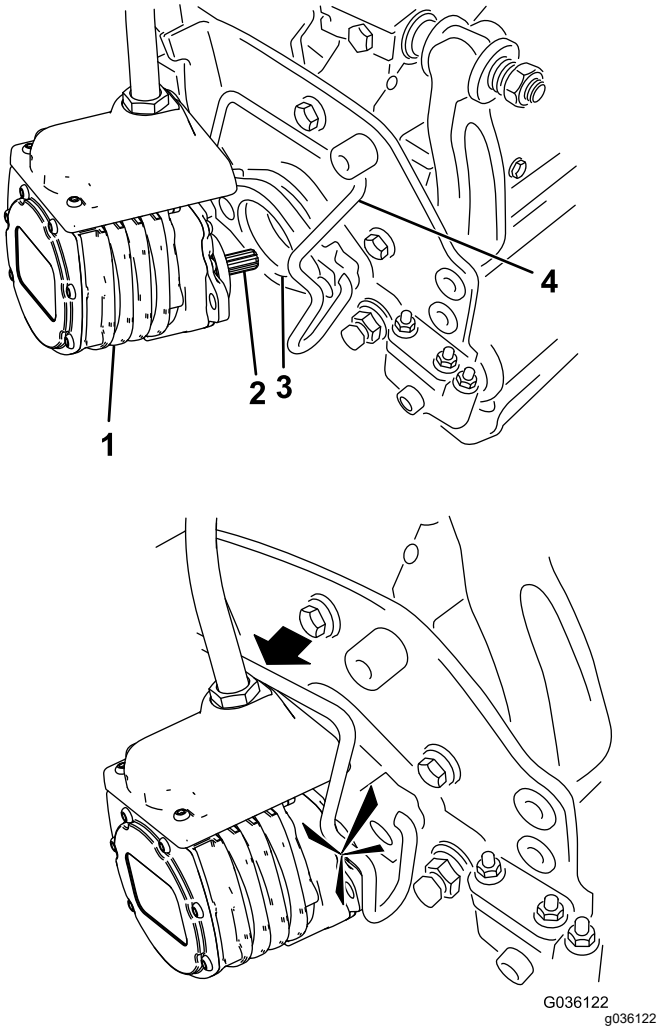

Figuur 70
5. Smeer schoon vet op de sleufas van de motor van de maai-eenheid (Figuur 70).
6. Steek de motor in de linkerkant van de maai-eenheid (gezien vanuit de bestuurdersstoel) en trek de motorbevestigingsstang op de maai-eenheid in de richting van de motor totdat u aan beide kanten een klik hoort (Figuur 70).